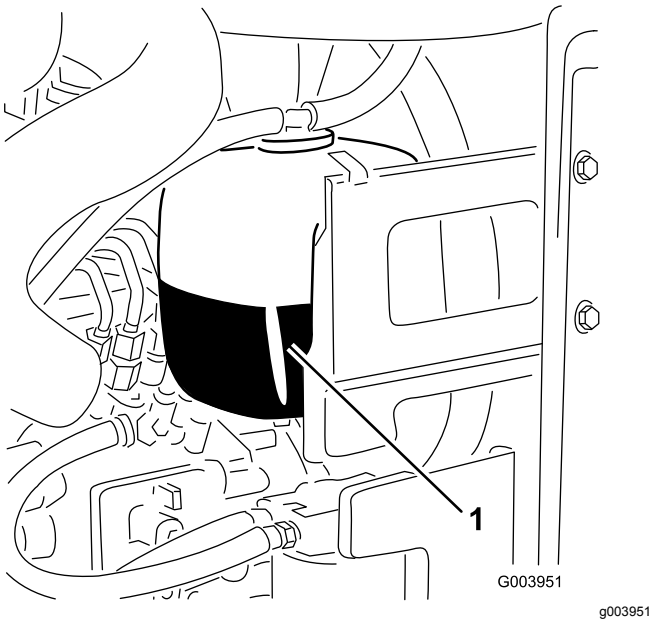

Figur 59
1. Kontrollera kylvätskenivån i expansionstanken (Figur 59).